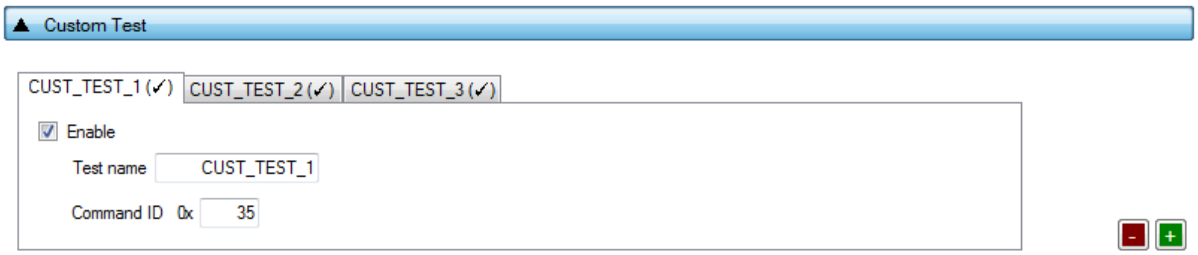

**Figure 96: Custom Test - DA1469x**
*Custom tests* can have multiple instances with different settings. Tests can be added and removed using the two buttons (e.g. - and + in Figure 96) at the bottom right side of each panel.